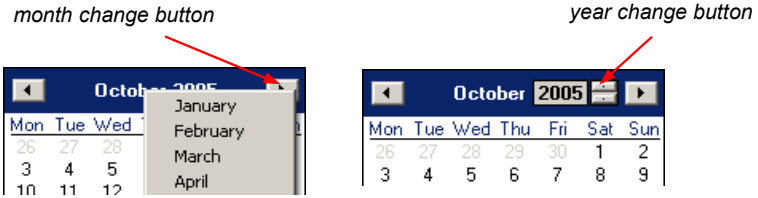

Fig. 3.5. Changing months and year
2) The date can be change by clicking onto any day in the calendar. Buttons at the top part of the calendar are used to change months (**Fig. 3.5**). After clicking on the current year located to the right from month's name an edition window and buttons for changing the year are displayed (**Fig. 3.5)**.